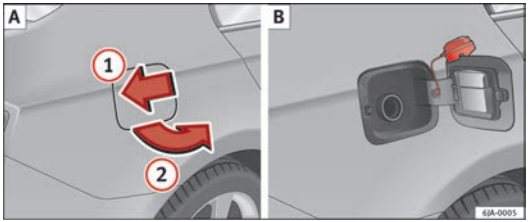

Fig. 115 Vehicle as seen from the rear right: Fuel tank flap/fuel tank flap with tank unscrewed cap attached
The correct type of fuel for your vehicle is indicated on a sticker on the inside of the fuel tank flap, along with the tyre size and pressure. ⇒ Fig. 115 B.
The scraper ⇒ Fig. 115 B to remove snow and ice from windows and mirrors ⇒ page 167, Windows and exterior mirrors is located on the inside of the fuel tank flap.
– Press the flap in the direction of the arrow (1) ⇒ Fig. 115.
– Open the cover in the direction indicated by the arrow (2).
– Unscrew the tank cap anti-clockwise and place it on top of the tank flap ⇒ Fig. 115 B.